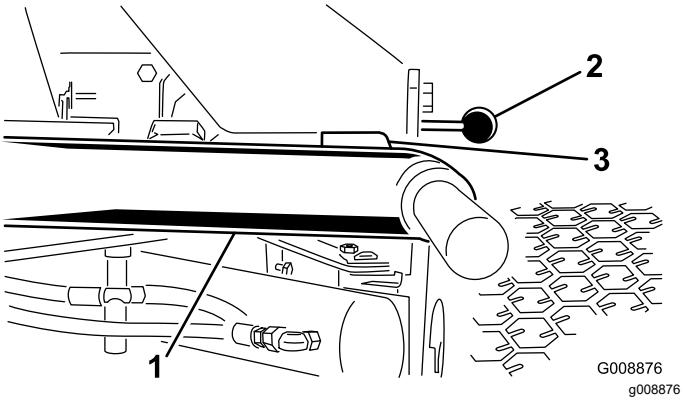

**Figur 25**
1. Start motoren, hev løftearmene og kontroller at klaringen mellom hver løftearm og gulvplatebraketten er 5–8 mm (Figur 25).